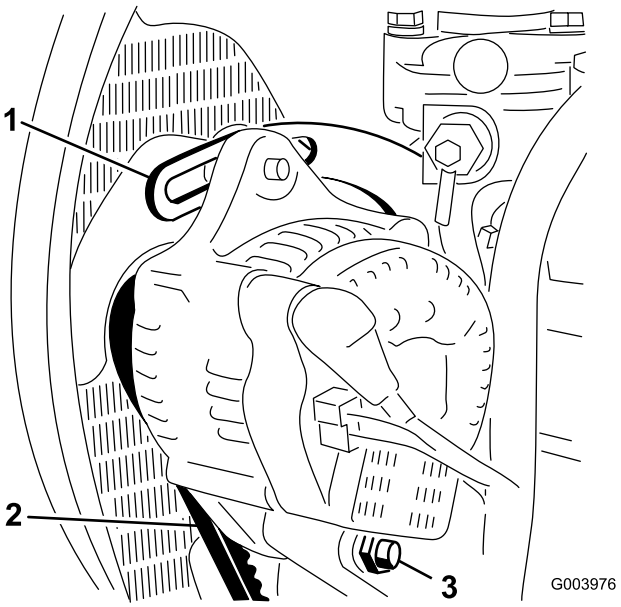

Figur 63
2. Kontrollera generatorremmens spänning genom att trycka ner remmen (Figur 63) mittemellan generatorn och vevaxelskivorna med en kraft på 10 kg.
3. Lossa den bult som håller fast staget på motorn (Figur 63), den bult som håller fast generatorn på staget samt axelbulten.